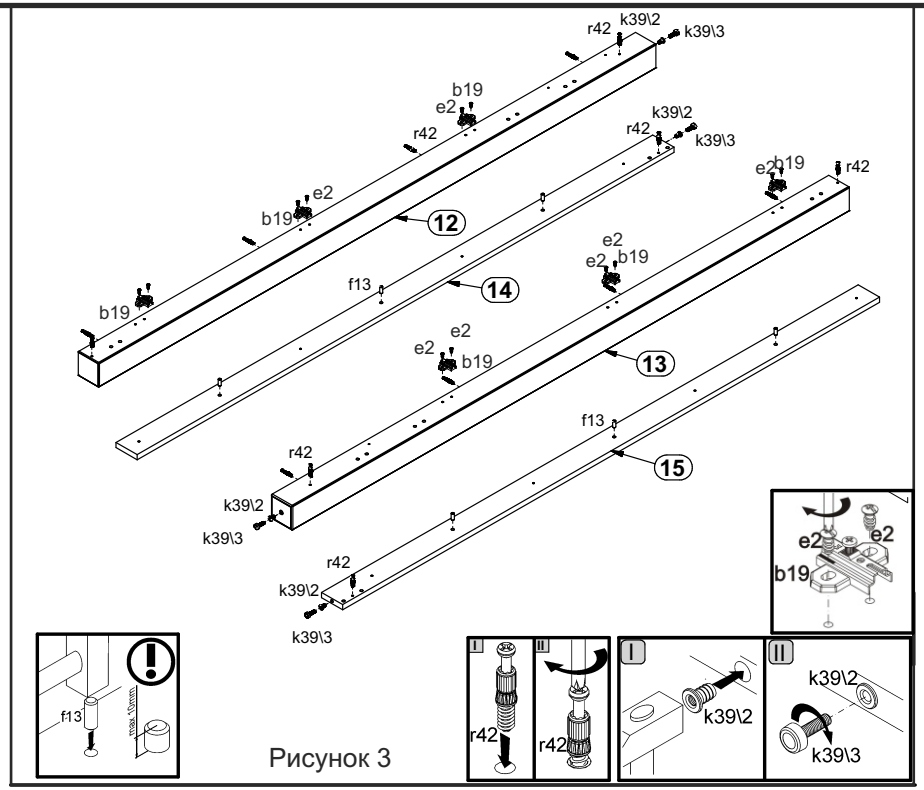

Рисунок 3
3. В отверстия Ø**8 мм** на внутренних поверхностях планок **14, 15** вбить деревянные шканты **f13 (см. рис. 3)**.
5. **Шкаф S83-REG1D2SL:** В отверстия Ø**5 мм** на внутренней поверхности ноги **12** закрепить направляющие петель **b19** еврошурупами **e2 (см.рис. 3).**
6. **Шкаф S83-REG1D2SP:** В отверстия Ø**5 мм** на внутренней поверхности ноги **13** закрепить направляющие петель **b19** еврошурупами **e2 (см.рис. 3).**
7. На нижних кромках ног **12, 13**, планок **14, 15** установить опоры (подпятники) **k39 (см. рис. 3).**